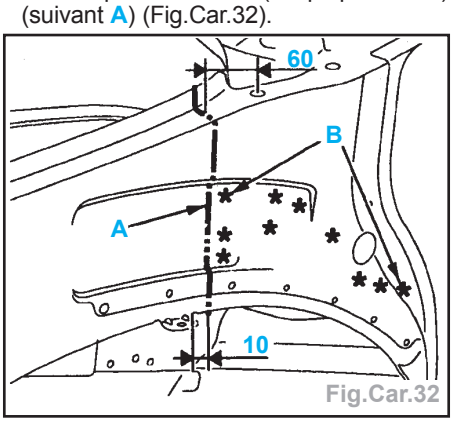

Fig.Car.32
- Tracer puis découper à l'aide d'une meule épaisseur 1 mm (coupe provisoire) (suivant **A**) (Fig.Car.32).